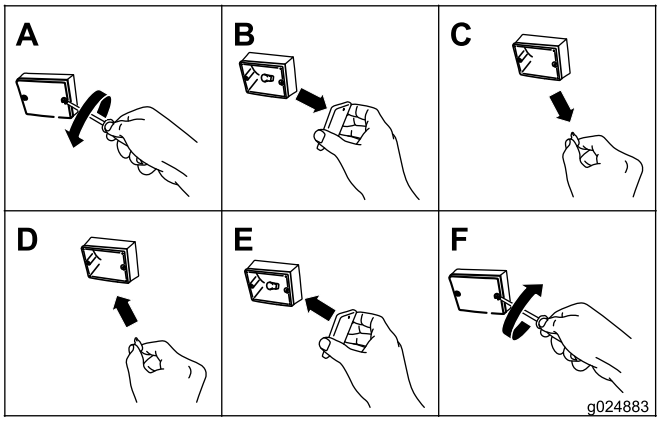

Figure 77
1. Using a screwdriver, remove the 2 screws from the small rectangular, amber lens on the front of the light (Figure 77).
2. Remove the amber lens (Figure 77).
3. Pull the bulb out of the socket (Figure 77).
4. Insert a new 193 bulb into the socket (Figure 77).
5. Install the amber lens and the 2 screws (Figure 77).